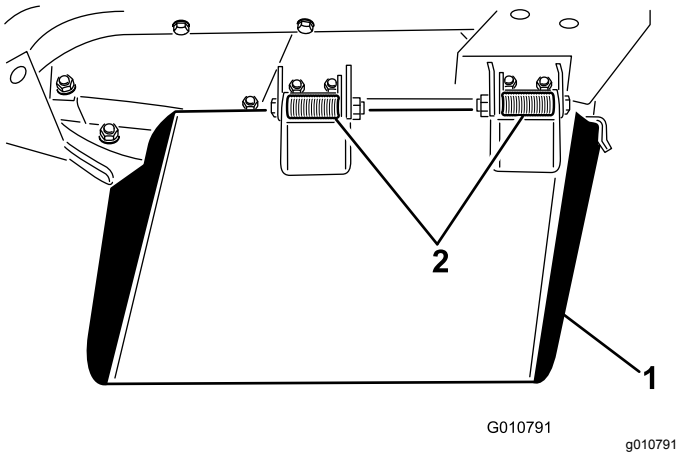

**Figur 14**
**Bemærk:** Deflektoren er fjederbelastet i sænket almindelig betjeningsposition (Figur 14), men du kan skubbe den til side midlertidigt om nødvendigt.